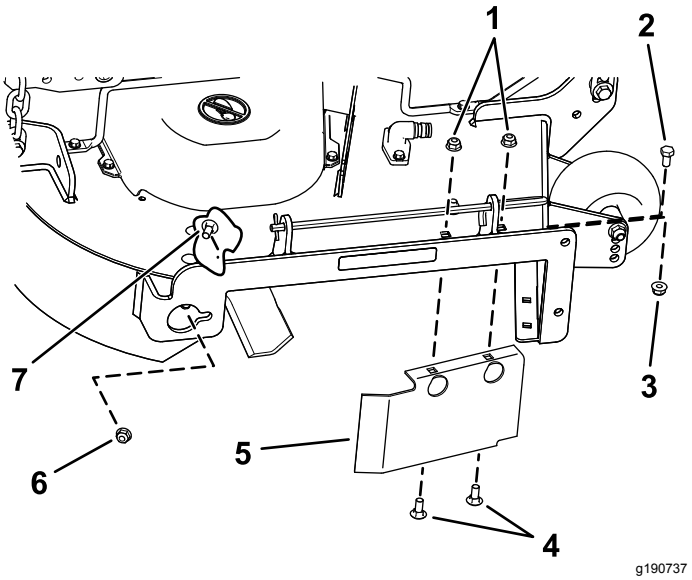

Figur 17
8. Lossa vagnskruven (5/16 x 3/4 tum) och låsmuttern (5/16 tum) som fäster skärmen vid klippdäcket på klippdäckets bakre vägg (Figur 17).
9. Leta reda på skärmskyddet vid sidoutkastaröppningens framkant (Figur 17).
10. Lossa de fästelement som fäster skärmskyddet och den högra skärmen vid klippdäcket (Figur 17).
13. Montera de fästelement som du tog bort tidigare i avlastningsplattans främre hål och däckets främsta hål (Figur 17).